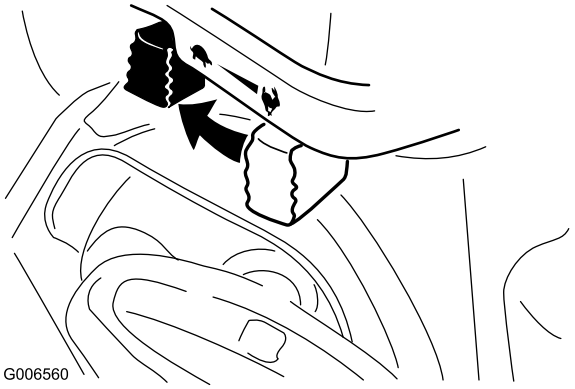

Rysunek 26
1. Ustaw przepustnicę w pozycji Wolno, a następnie w pozycji Stop (Rysunek 26).